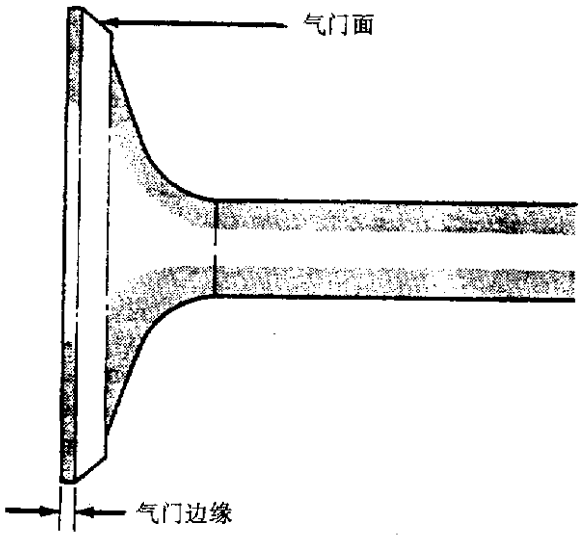

图 3－40　修整进气门和排气门
(2)气门修整后检查其边缘高度(图 3－40)，排气门的边缘高度小于 1.191mm，进气门边缘高度小于 0.794mm 时应更换。